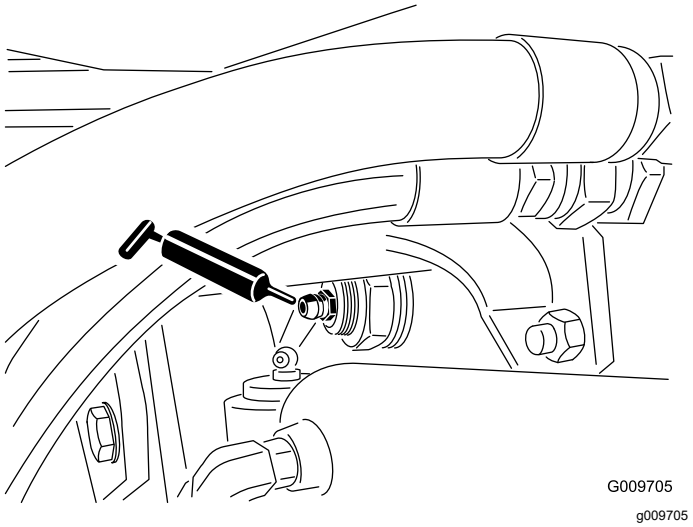

**Figur 80**
- Bakakselens tapphylser (2) (Figur 80)